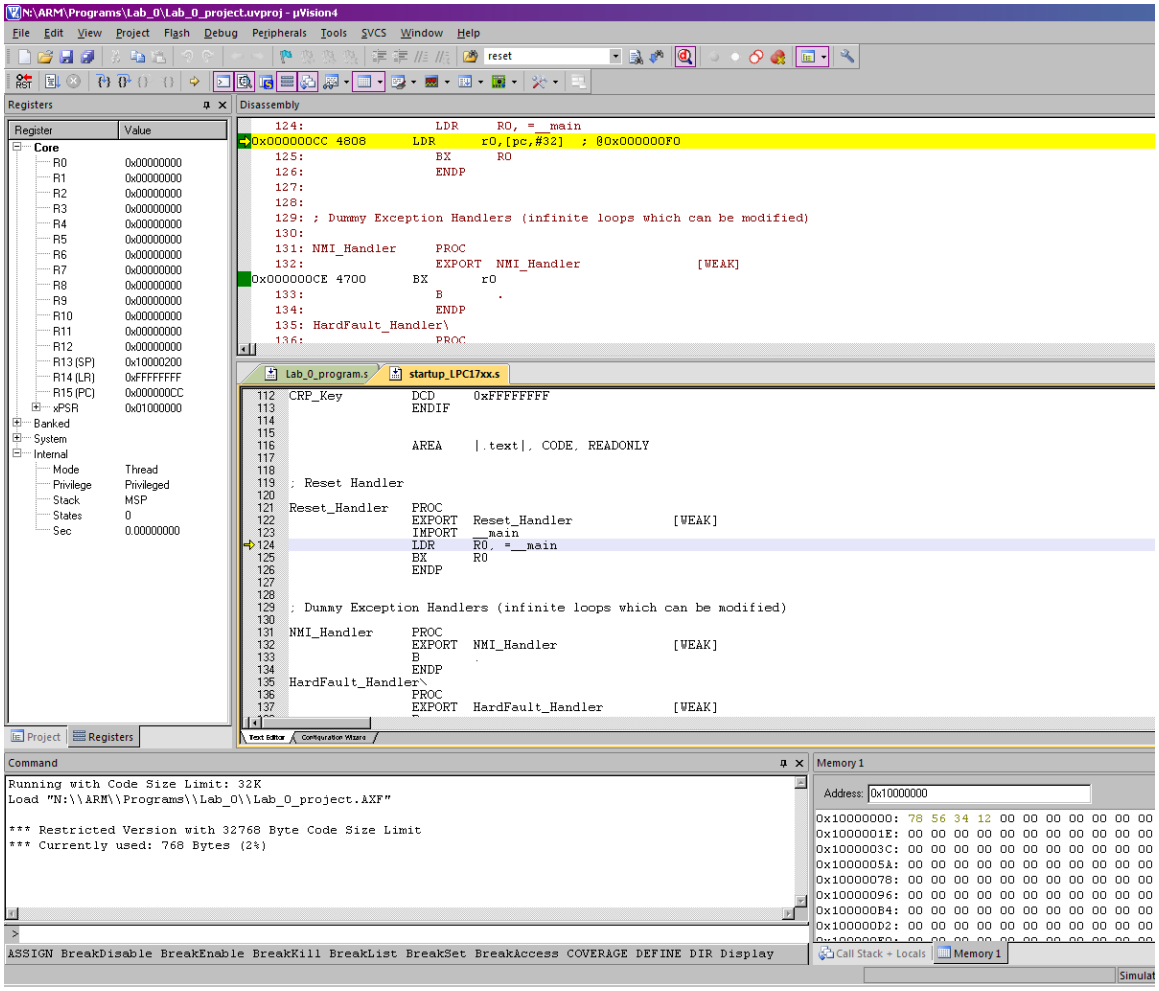

Figure 1.5 – Debug session in µVision software [5]
3. Click **OK** when presented with the message about being in "Evaluation Mode." Your screen should now resemble Figure 1.5